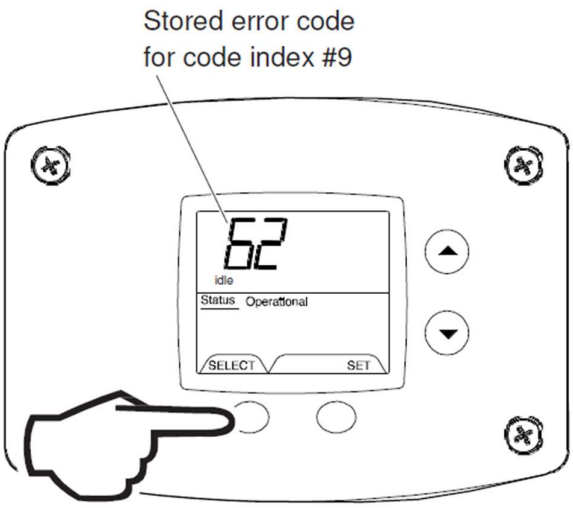

Fig. 74
5. Press the ‘Select’ button for code index #9 to view if there are any code numbers (Fig. 74).